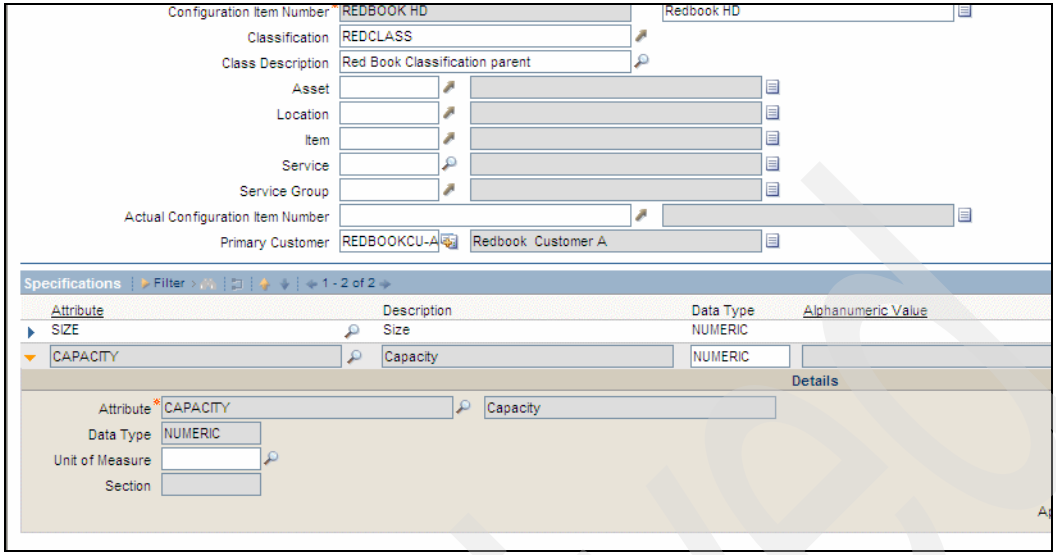

Figure 3-39 Associate CI with a classification
1. Open the **Configuration Item (SP)**, and create a new Configuration Item, for example REDBOOK HD. Define a primary customer as REDBOOKCU-A and classification as REDCLASS.
2. Verify that only the specifications that are defined as GLOBAL are displayed under the Specifications table window, as shown in Figure 3-39 on page 54.